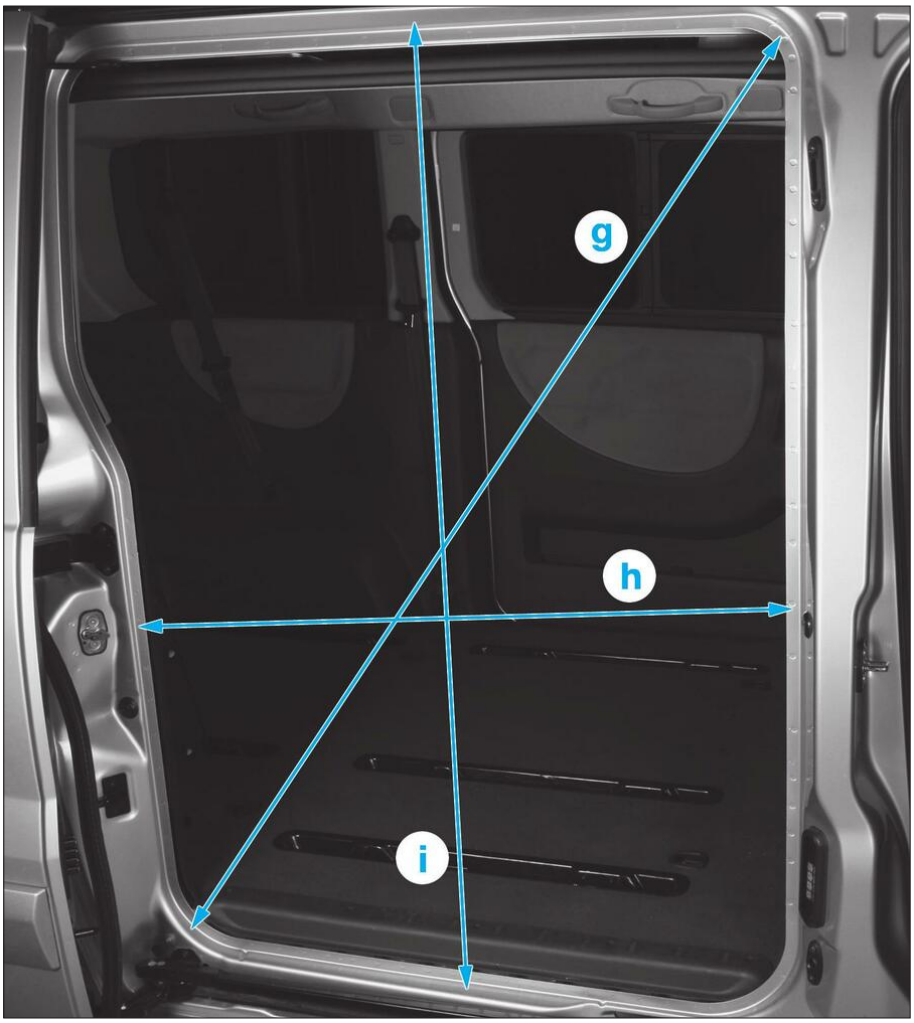

**FIG.3**
• Pour le verrouillage des pièces 43*-44* dans les tours MZ140 **Fig.3**.